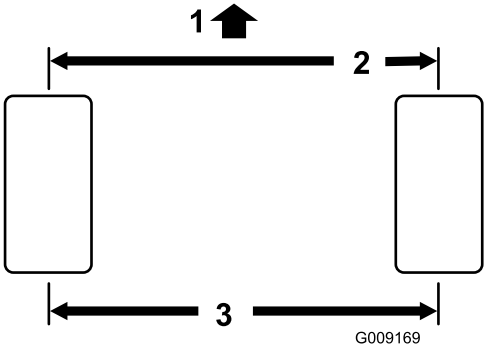

Figur 56
2. Mät avståndet från mitt till mitt (vid axelhöjd) framtill och baktill på styrhjulen (Figur 56).